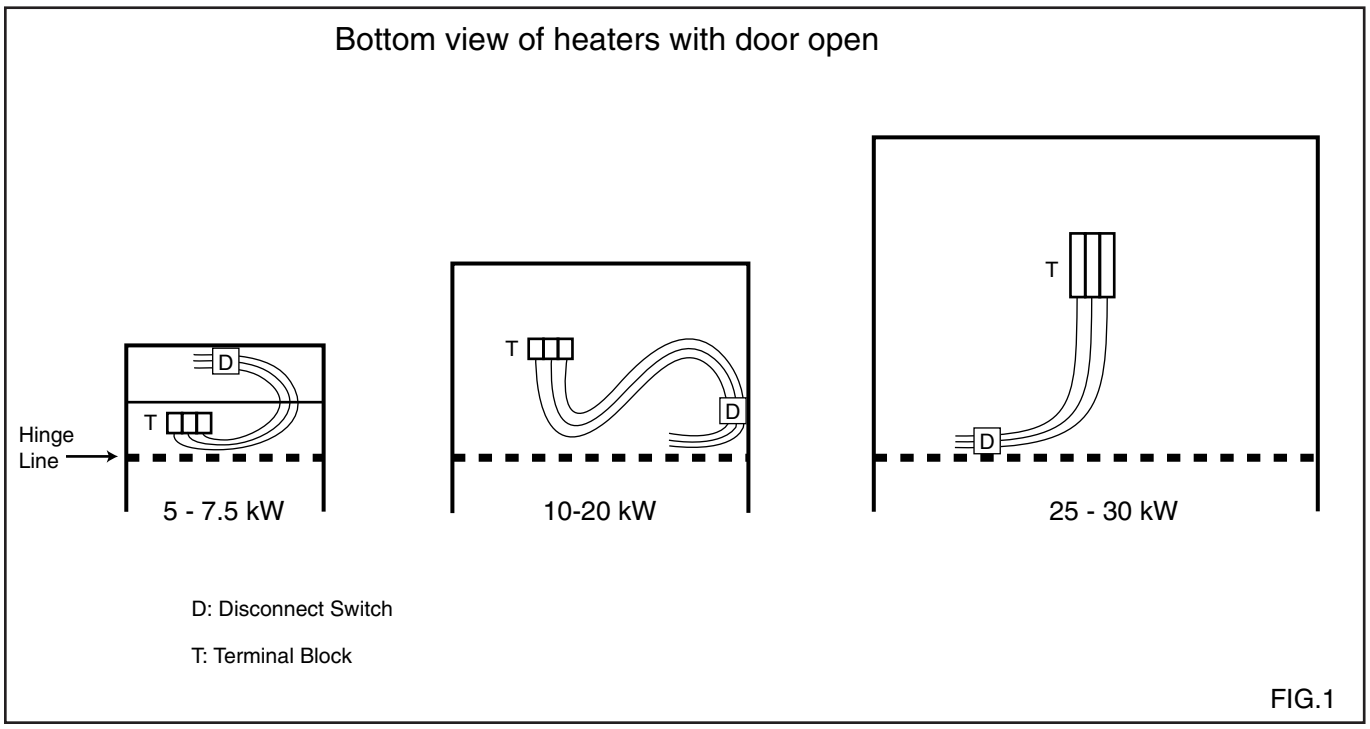

FIG.1
2. Locate and remove 1/2" (13mm) knockout from side of Control Box (See Figure 1).
4. Remove knob from switch and attach switch to Control Box placing cover plate on outside of box. Note. Make sure wiring is routed as shown in Figure 1. Replace knob.
2. Percer le disque défonçable de 1/2 po (13mm) situé sur le côté du boîtier de commande, voir la figure 1.
4. Retirer le bouton de l'interrupter et assembler l'interrupteur et assembler l'interrupteur au boîtier de commande en plaçant la plaque de l'interupter à l'extèrieur du boîtier. Note. S'assurer que la câblage de l'interrupteur est dans la bonne position (voir la figure 1). Replacer le bouton de l'interrupter.